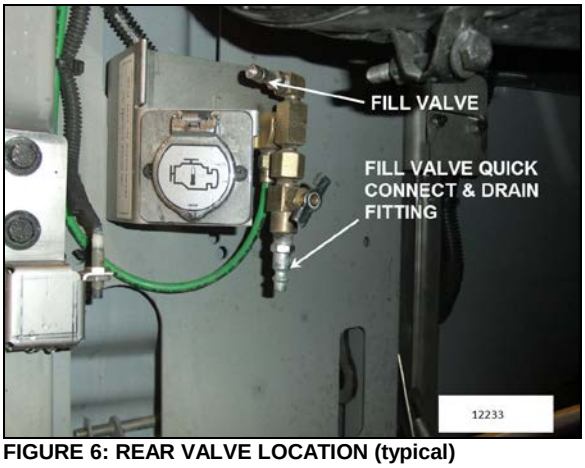

**FIGURE 6: REAR VALVE LOCATION (typical)**
The rear valve is located in the engine compartment and is accessible from engine compartment R.H. side door (FIGURE 6).
The air dryer and wet tank may be purged simultaneously for maintenance purposes using the drain cock on the emergency air system fill valve located in the engine compartment and accessible through the engine compartment R.H. side door (FIGURE 6).
1. Release air dryer pressure by opening the air dryer drain valve (FIGURE 6).